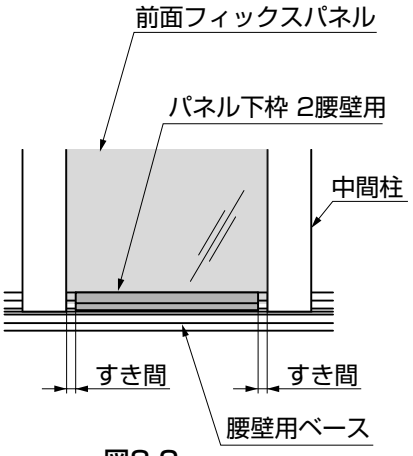

図8-2
- ●パネル下枠　2腰壁用の長さは、柱間の長さより数mm短くなっていますので、左右のすき間が均等になるように取付けてください。(図8-2参照)